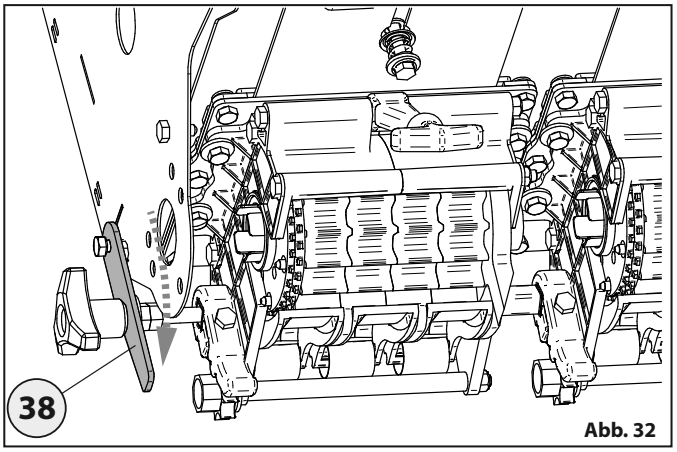

Abb. 32
- Den Hebel zum Feststellen der Taster **38** „Abb. 32" nach unten schwenken.